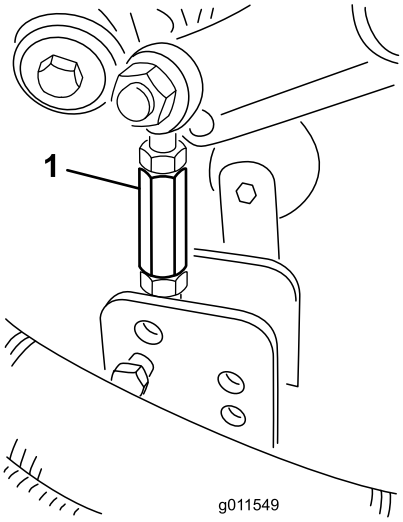

Figur 22
9. Ta bort hårnålssprintarna och sprintbultarna som fäster motviktslänkarna vid klippdäckens fästen (Figur 22).